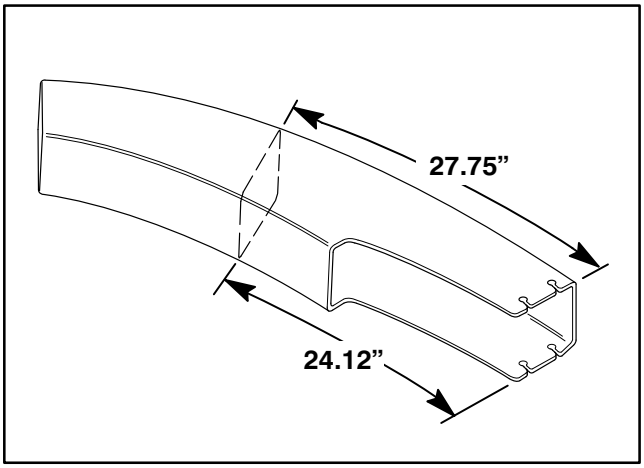

Figure 26
1. Using dimensions shown in figure 26, use a tape measure and mark the chute.